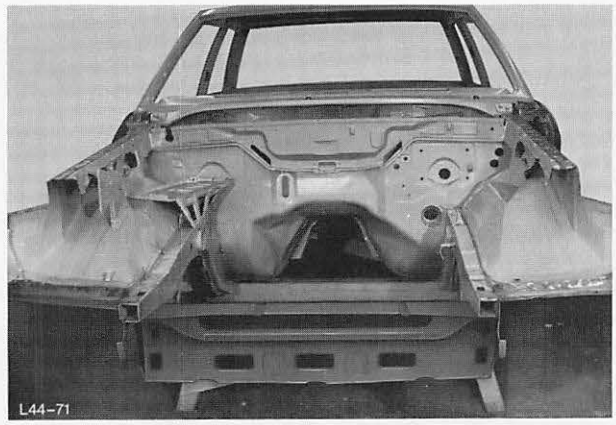

Abb. 66 Punktflansche putzen und richten
7. Punktflansche putzen und richten, Abb. 66.